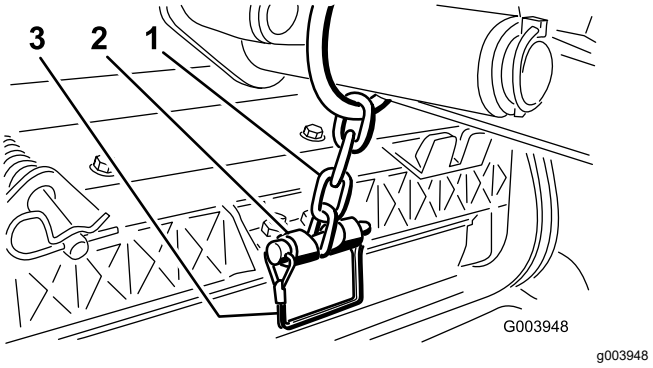

Figuur 12
3. Bevestig de ketting van de hefarm aan de kettingbeugel met de borgpen (Figuur 12).